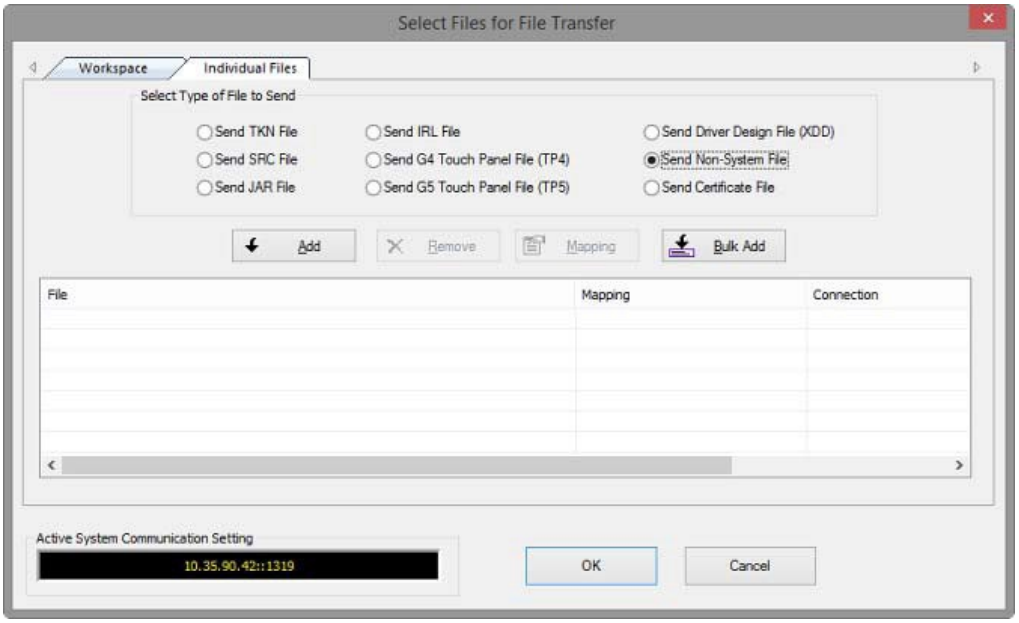

Fig. 165 NetLinx Studio 4 - Select Files for File Transfer dialog (Individual Files tab)
2. Click **Add** to open the Select *Files for File Transfer* dialog, open the *Individual Files* tab and select **Send Non-System File** (FIG. 165):